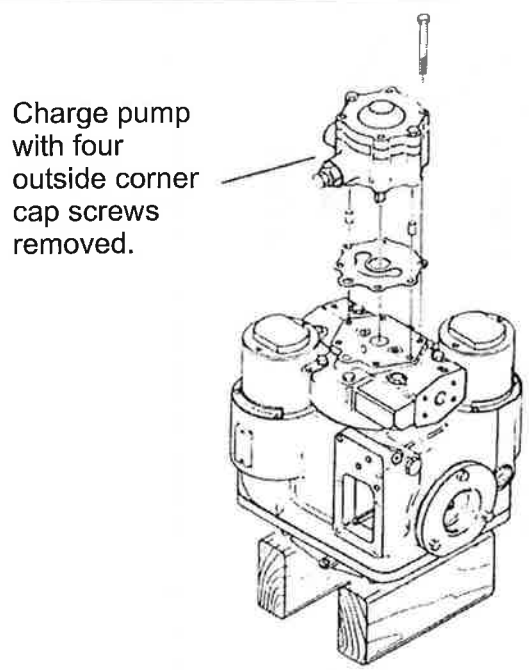

Figure 1
1. Remove only the four outside corner cap screws from charge pump (figure 1).